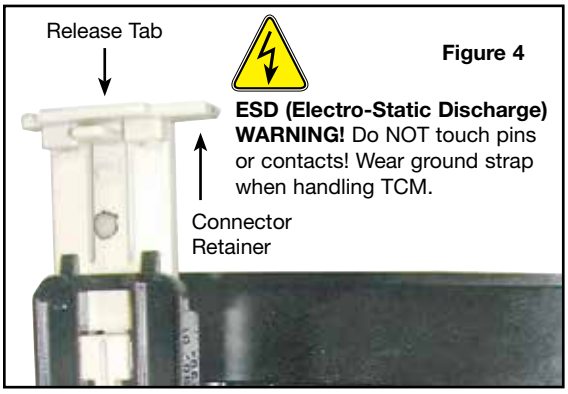

Figure 4
a. Press release tab and lift connector retainer (**Figure 4**).